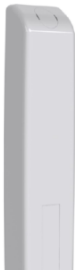

Figure 10: External antenna
1. For optimal performance the external antenna should be oriented vertically as per Figure 10: External antenna.